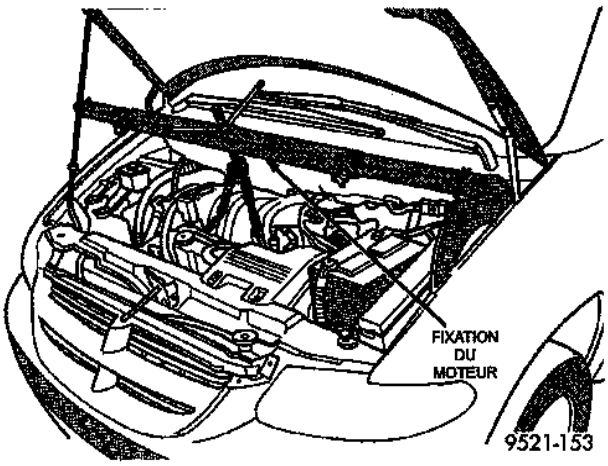

Fig. 41 Fixation du support moteur
(14) Poser la fixation du support moteur et supporter le moteur (Fig. 41).